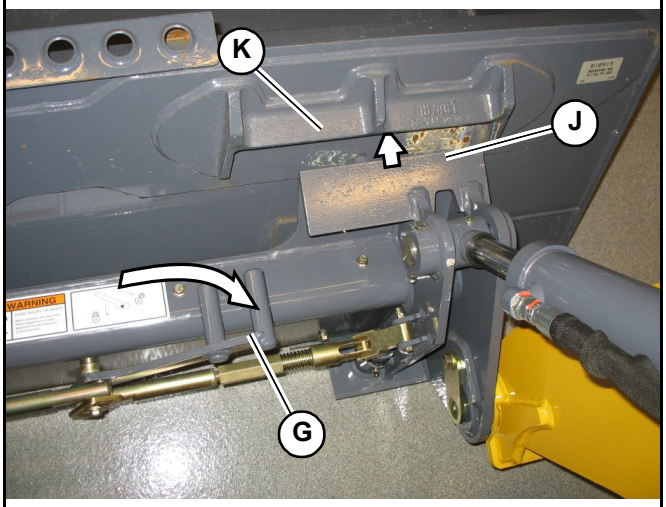

Fig. 62 – Attachment Hitch – Unlocked
1. Place the attachment lock into the unlocked position (Fig. 62):
- Power-A-Tach® system hitch – Press the bottom of hitch lock switch (I) until safety flags (H) have moved all the way in.
- Manual attachment hitch – move hitch lock lever all the way to the right (G).